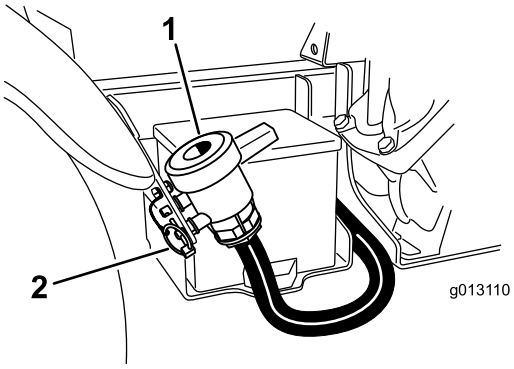

Figur 27
2. Find tankens aftapningsventil i maskinens højre side (Figur 27). Ventilen er placeret på skærmbeslaget ved siden af batteriet.